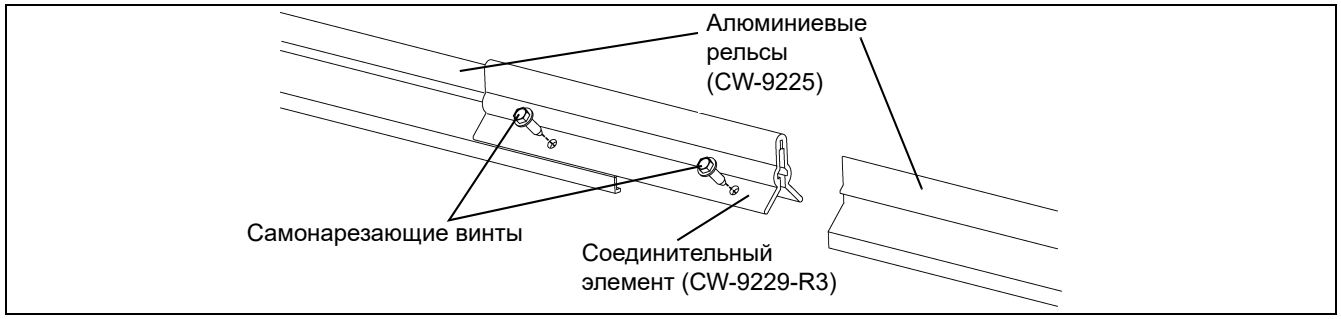

Рисунок 7A *Соединительный элемент рельсов*
1. Разрежьте рельсовую опору 10' (CW-9225) на две (2) половины длиной по 5'.
3. Соединяйте алюминиевые рельсы, надвигая соединительный элемент на один рельс, затем на второй. Обязательно центрируйте соединительный элемент между двумя (2) отрезками рельса. Крепите соединительный элемент к рельсам четырьмя (4) самонарезающими винтами. *(См. Рисунок 7A.)*